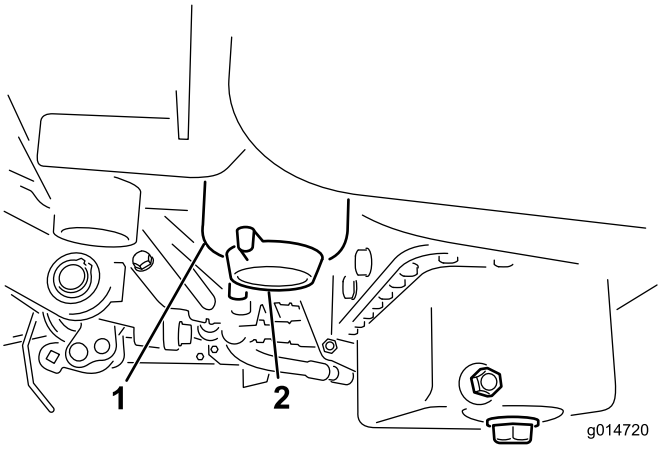

Figur 48
2. Rengør området, hvor filterskålen monteres (Figur 48).
4. Åbn filteraftapningsventilen (Figur 48).